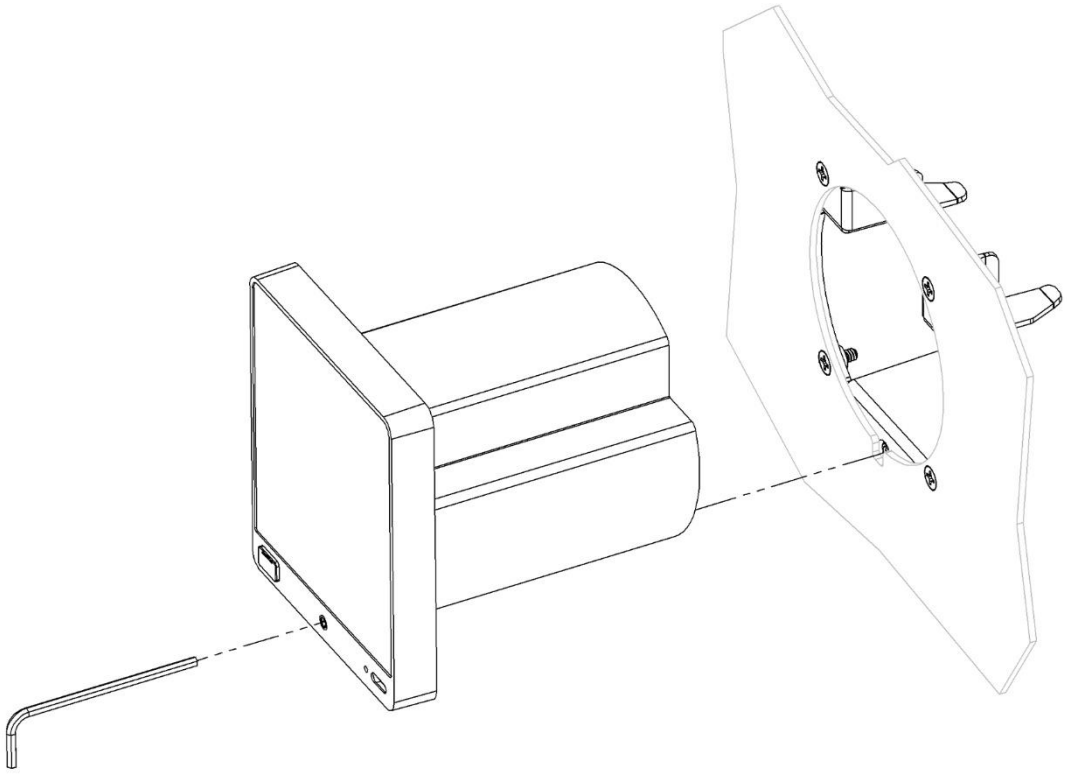

Figure 11: Unit Removal and Re-installation
2. Use 3/32" hex wrench to loosen retaining screw that secures unit to mount bracket (see Figure 11).
10. Use 3/32" hex wrench to tighten retaining screw that secures unit to mount bracket (see Figure 11). Tighten retaining screw to 3-5 lbs.
7. Use 3/32" hex wrench to tighten retaining screw that secures unit to mount bracket (see Figure 11). Tighten retaining screw to 3-5 lbs.